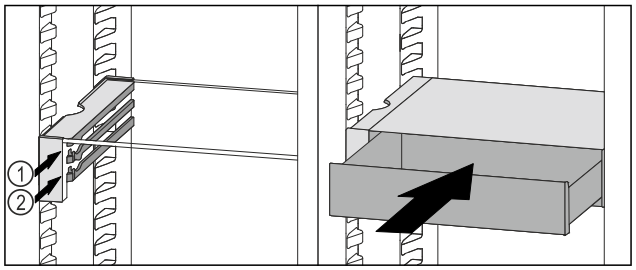

Fig. 178
▶ Placer le tiroir VarioSafe derrière les butées sur la nervure désirée *Fig. 178 (1)* ou *Fig. 178 (2)*.